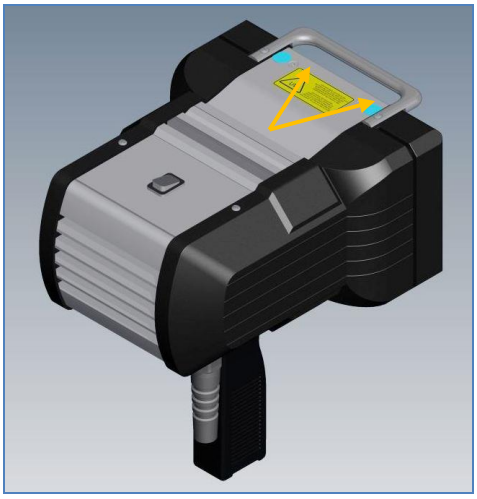

Fig. 2: Tornillos de sujeción para la unidad de cristal protector(lado superior e inferior de la carcasa)
- Soltar en el lado superior e inferior de la carcasa los dos tornillos **interiores** respectivos (véase Fig. 2).